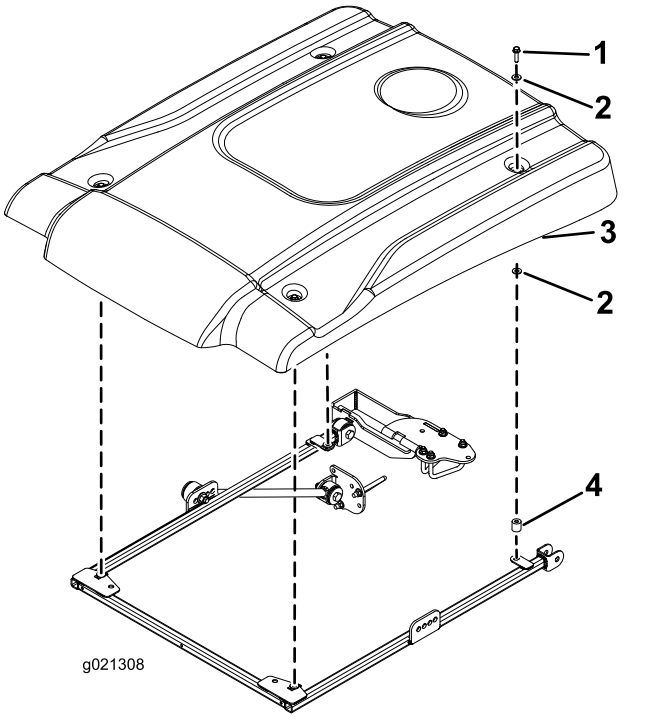

Figur 37
11. Når du justerer monteringshullerne, skal du anbringe solskærmen på rammen som vist i Figur 37.
12. Monter hvert hjørne af solskærmen løst på rammen med en flangehovedbolt (5/16 x 1-1/4 tommer), 2 små spændeskiver og en afstandsbøsning (Figur 37). Anbring en spændeskive på hver side af solskærmens gummikrans.